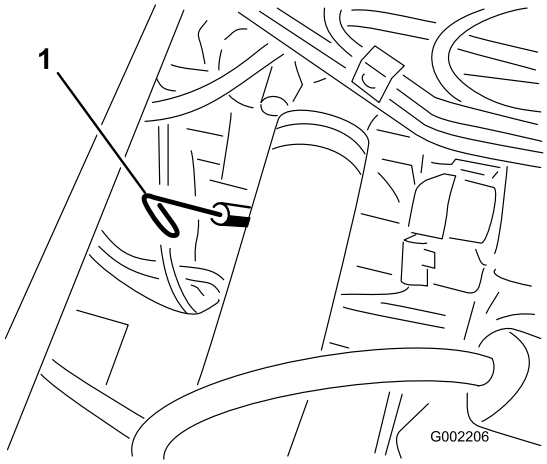

Figur 37
2. Ta ut peilestaven som er plassert under førersetet og tørk den med en ren fille (Figur 37). Sett peilestaven inn i røret, og pass på at den når helt ned. Ta ut peilestaven, og kontroller oljenivået.
13. Ta av oljelokket og hell sakte ca. 80 % av den spesifiserte mengden olje inn i motoren ved oljefilteret (Figur 37).